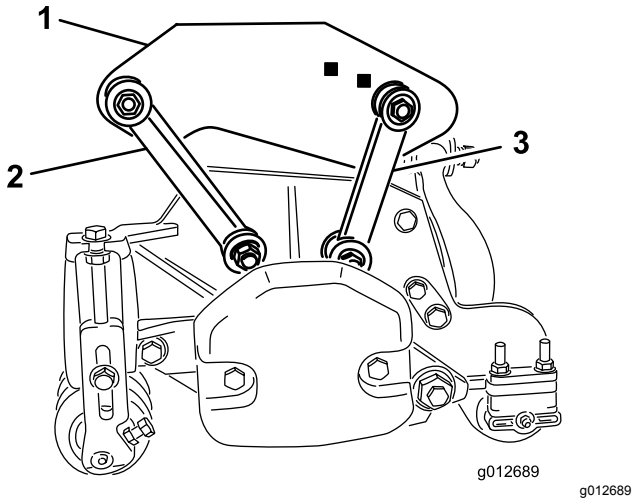

Figuur 19
- Bevestig de voorste montagekoppelingen in de openingen van het draagframe met een bout (⅜" x 2¼"), 2 platte ringen en een borgmoer, zoals getoond in Figuur 19. Plaats tijdens het monteren een ring aan beide zijden van de koppeling. Draai de bevestigingen vast met een torsie van 42 N·m.
- Bevestig de achterste montagekoppelingen in de openingen van het achterste draagframe met een bout (⅜" x 2¼"), 2 platte ringen en een borgmoer, zoals getoond in Figuur 19. Plaats tijdens het monteren een ring aan beide zijden van de koppeling. Draai de bevestigingen vast met een torsie van 42 N·m.